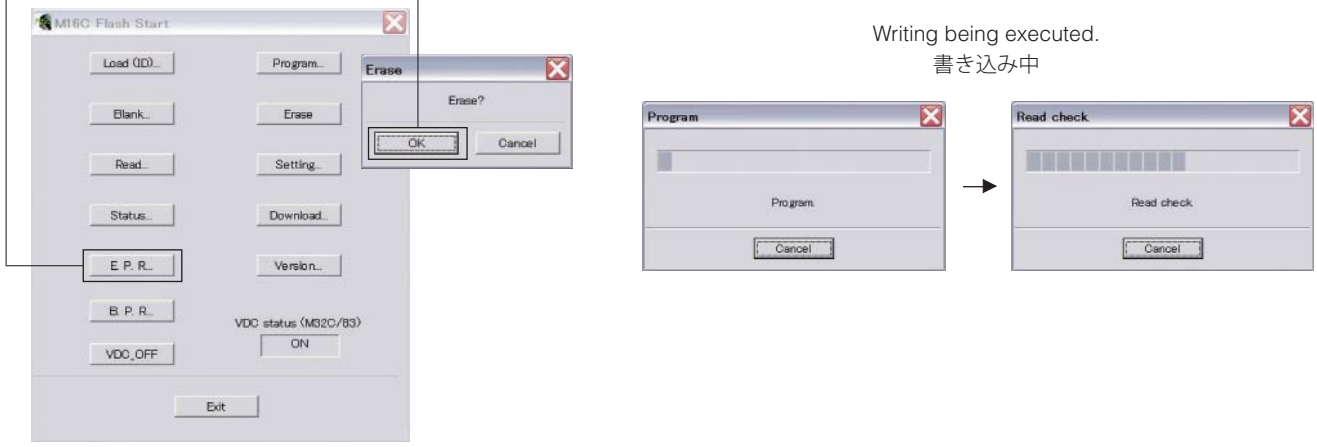

Fig. 6
7. Click [E.P.R.], then the “Erase” screen appears. (Fig. 6)
8. Click [OK] to start writing. (Fig. 6)
7. [E.P.R] をクリックすると、「Erase」が表示されます。(Fig. 6)
8. [OK] をクリックして書き込みを開始します。(Fig. 6)